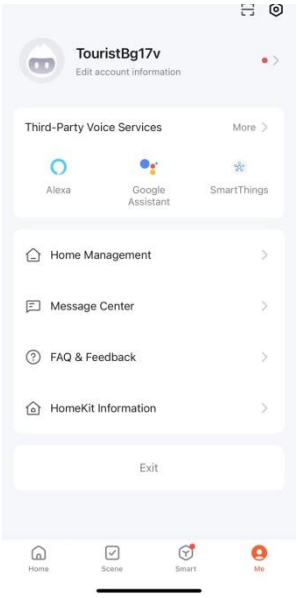

Figure Q-5
(5) Alexa/Google Assitant/Smart Things operations (See **Figure Q-5)**